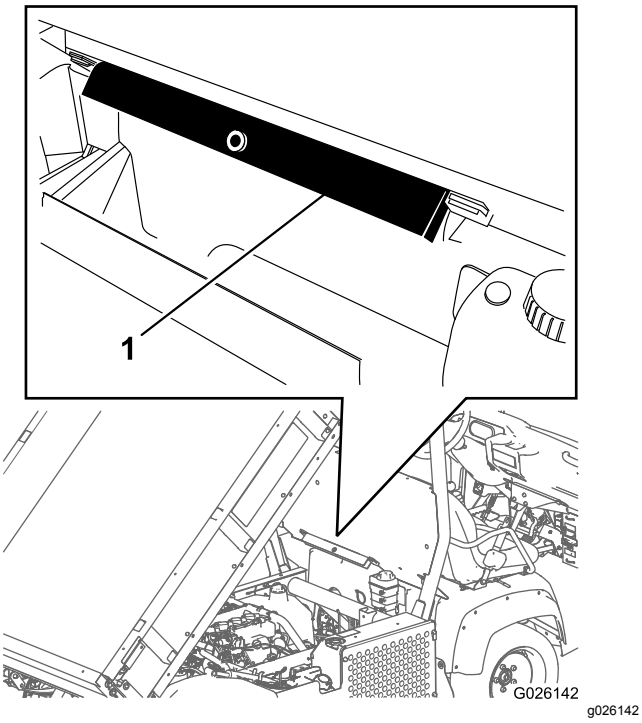

Rysunek 21
2. Zdejmij podporę platformy ze wsporników mocujących z tyłu panelu układu ROPS (Rysunek 21).